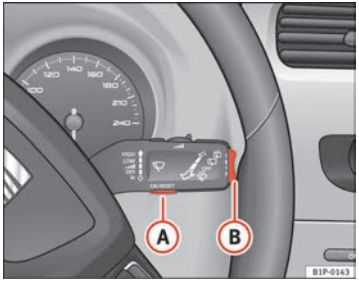
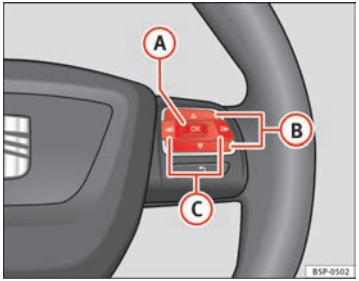

Fig. 43 Windscreen wiper lever: button A to confirm the menu selection and rocker switch B to change the menu
Fig. 44 Steering wheel controls: button A to confirm the menu selection and switch B to change the menu
– Press button (A) on the windscreen wiper lever. The **Configuration** menu is opened.
– To access the "Configuration" menu, press button (C) ⇒ page 66, fig. 44 until the menu is displayed. Now you are in this menu.
– Select option **Winter tyres** using switch (B).
– Press button (A). The menu **Winter tyres** is opened.
– Use button (B) to select the menu entry **+10 km/h** or **-10 km/h** and press button (B) to either increase or decrease the set speed.
– Use switch (B) to select the menu point **On / Off** and press the button to switch the speed warning on or off. If the speed warning is deactivated, three dashes will be displayed **---**
– To change from one memory to another, briefly press button A ⇒ page 66, fig. 43 ⇒ page 66 on the windscreen wiper lever or the OK button on the multifunction lever ⇒ page 66, fig. 44 ⇒ page 66 while the ignition is switched on. ▶
The following data can be viewed on the multifunction display using the rocker switch (B) ⇒ page 66, fig. 43 ⇒ page 66 on the windscreen wiper lever or by pressing button [△] or [▽] ⇒ page 66, fig. 44 on the multifunction steering wheel*.